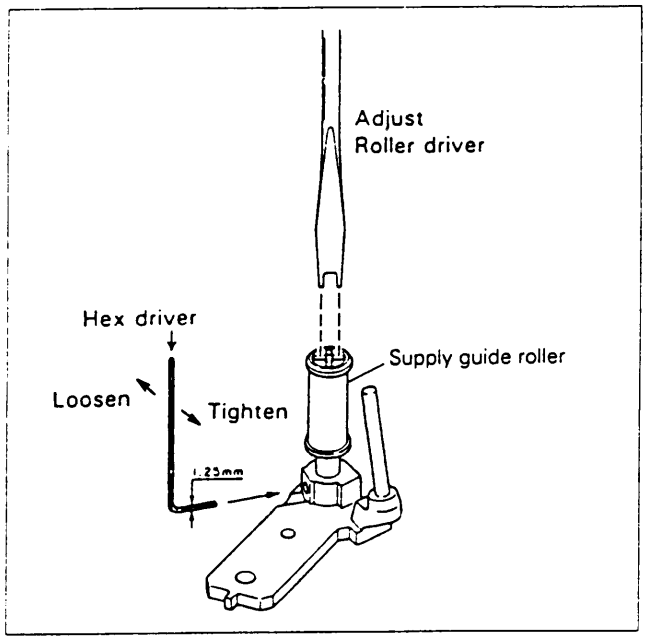
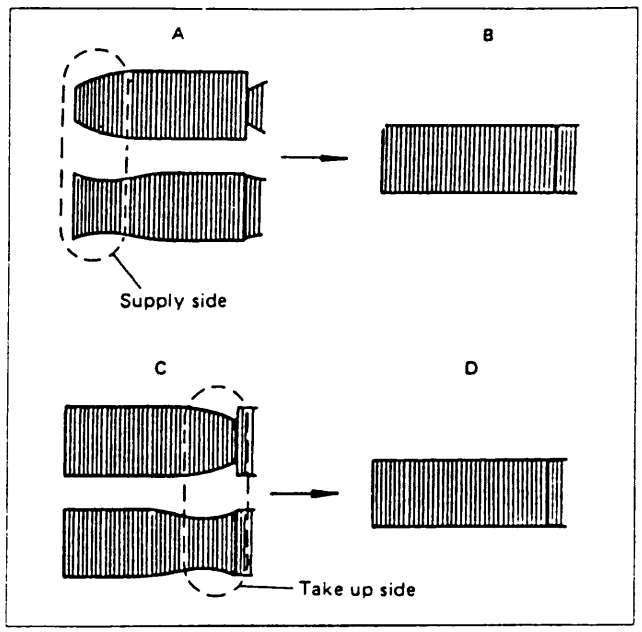

Fig. 2-5-3
Fig. 2-5-5
4) If adjustment is required, first slightly loosen the set screw located at the bottom of the guide rollers. Using the guide roller adjustment tool, adjust the supply and take-up guide rollers (refer to Fig. 2-5-3) to obtain the correct waveform. Refer to Fig. 2-5-5.